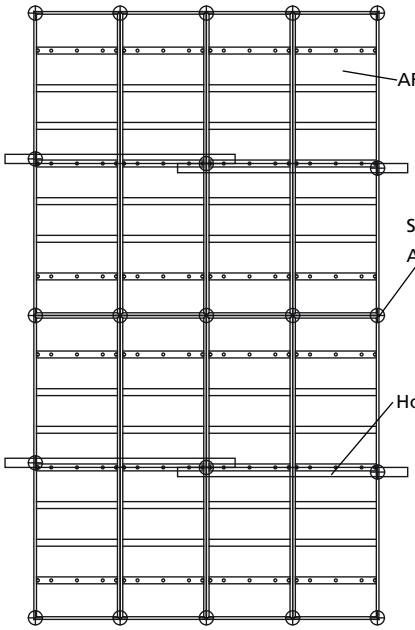
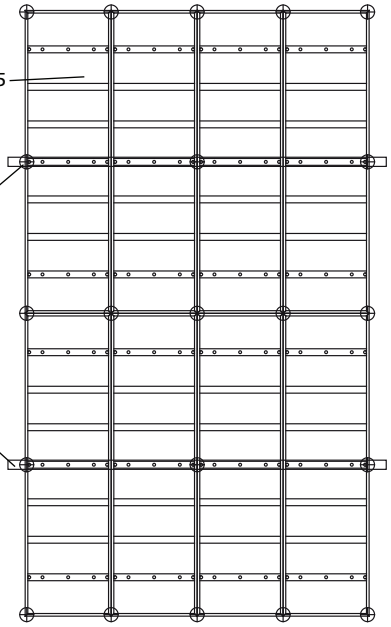

Abb. 10.2 Zwei Holzträger H20 als Einfeldträger
Abb. 10.3 Ein Holzträger als Zweifeldträger
* Zwischenwerte sind in der Abb. 10.2 zu entnehmen und auf ganze mm zu runden
Ermittlung der zulässigen Belastungen von Baustützen beim Einsatz mit AluFix 264/75 mittig unterstützt mit H20 als Einfeldträger (Abb. 10.2) und mittig unterstützt mit H20 als Zweifeldträger (Abb. 10.3)